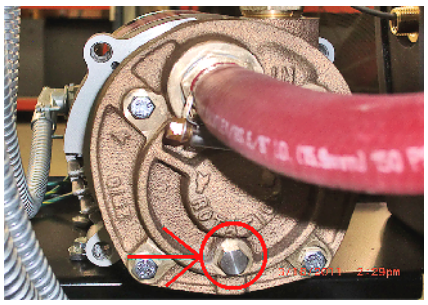
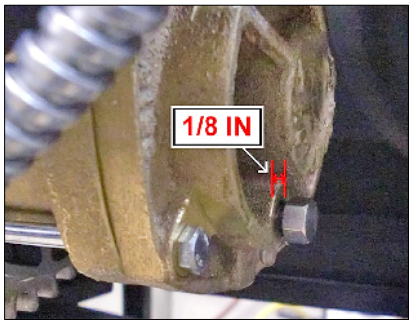

Figure 3-4 Priming Air Vent Screw
Figure 3-5 Air Vent Screw Opening
2) With the water tank filled as described in section 3.1, locate the air vent plug on the head of the pump, as shown circled in Figure 3-4. The air vent screw opening is shown in Figure 3-5.